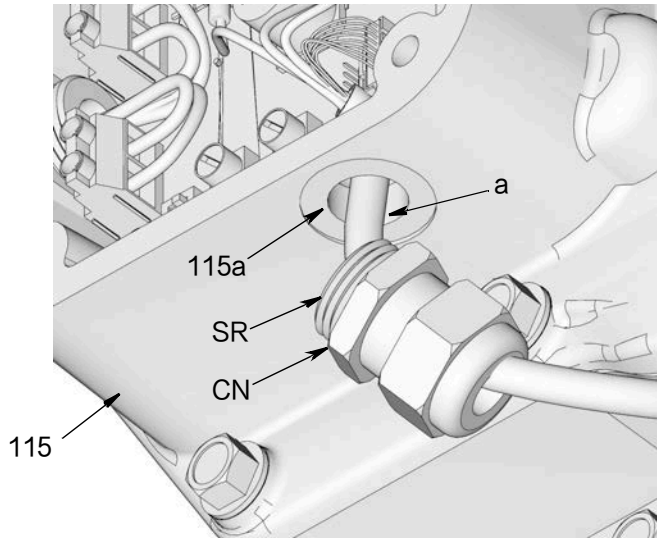

图 60
4. 将电机线束 (a) 穿过壳体 (115) 上的溢放口 (115a) （ 图 60 ）。